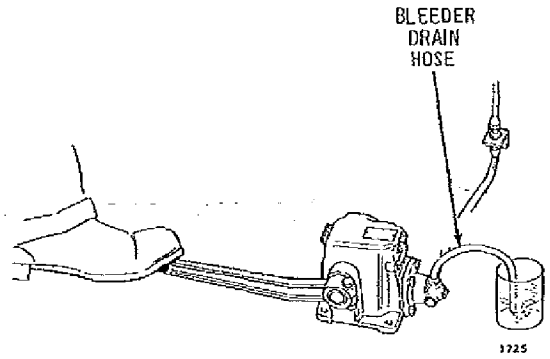

Figure 9-11. Bleeding the Master Cylinder
1. The bleeder hose is attached to the bleeder fitting on the master cylinder. See Figure 9-11.